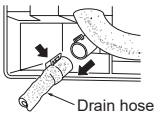

Fig. 2
3) Pull out the drain hose at the rear left of the indoor unit. (Fig. 2)